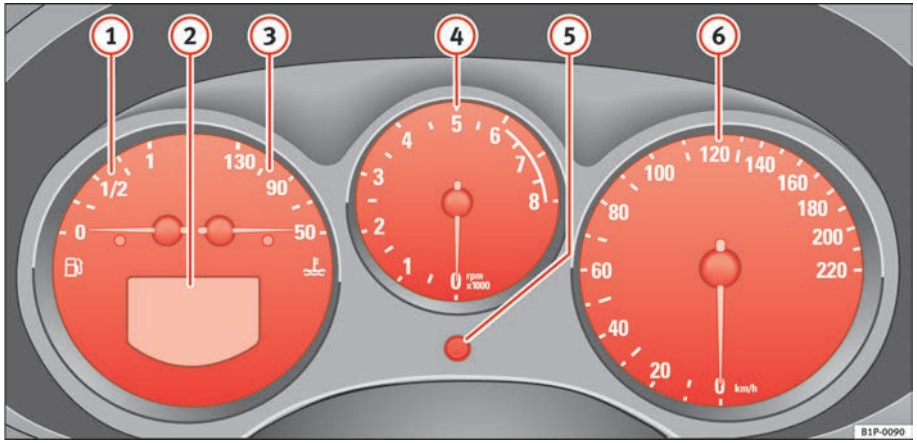

Fig. 33 Detailed view of dash panel instrument panel
The start of the red zone on the dial ⇒ page 56, fig. 33 (4) indicates the maximum engine speed which may be used briefly when the engine is warm and after it has been run in properly. However, it is advisable to change up a gear or move the selector lever to D (or lift your foot off the accelerator) before the needle reaches the red zone.
– Turn the setting knob ⇒ page 56, fig. 33 (5) anti-clockwise to the stop to set the hour. If the knob is turned briefly anti-clockwise the clock will advance one hour further.
The right-hand counter registers the short journeys. The last digit indicates steps of 100 metres. The trip recorder counter may be reset by the reset button ⇒ page 56, fig. 33 (6).